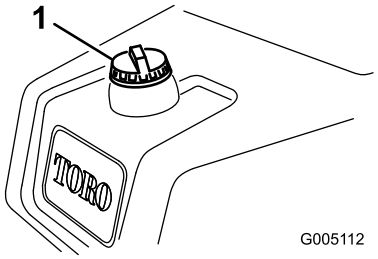

**Figur 26**
1. Rengjør rundt, og ta av lokket på drivstofftanken (Figur 26).